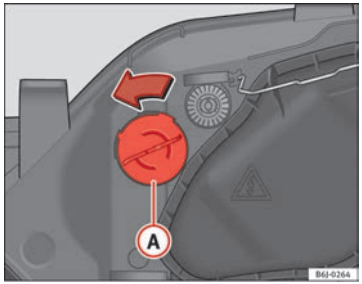

Fig. 168 Turn signal
– Turn bulb holder ⇒ Fig. 168 (A) to the left and pull.